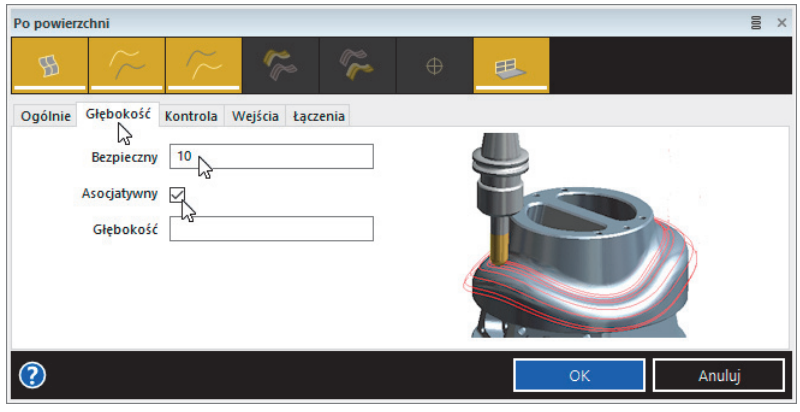

Rysunek 9.26. Widok karty Głębokość cyklu Po powierzchni
1. Na karcie *Głębokość* definiujesz poziomy obróbki cyklu (rysunek 9.26).